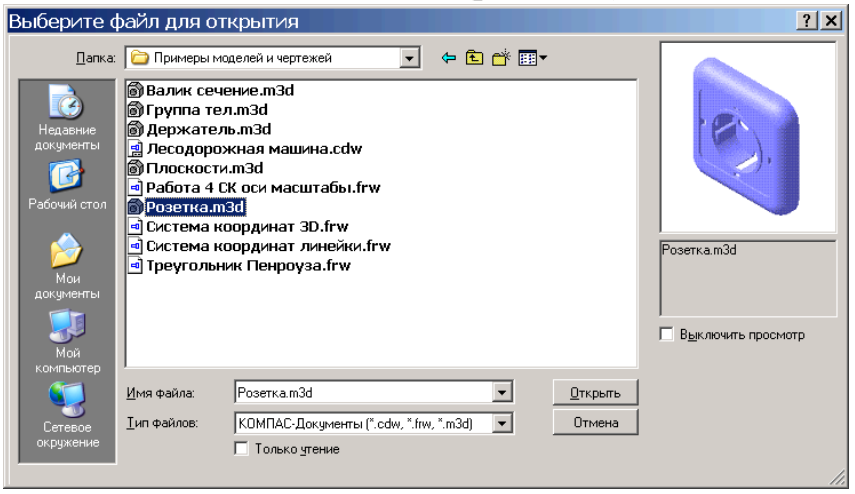

Рис. 1.12. Открытие файла модели.
- установите в поле **Тип файлов** маску ***.m3d**, а затем в списке файлов найдите и откройте (кнопка **Открыть** или двойной щелчок мыши) файл с деталью ***Крышка розетки.m3d*** (рис. 1.12).